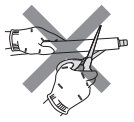

Fig. 1
2) Saque la tapa de drenaje de la parte posterior derecha de la unidad interior. (Fig. 1)
- No corte la manguera de drenaje de la unidad. (Fig. 1)
1) Corte el tubo de cobre correctamente con un cortador de tubos. (Fig. 1, 2)